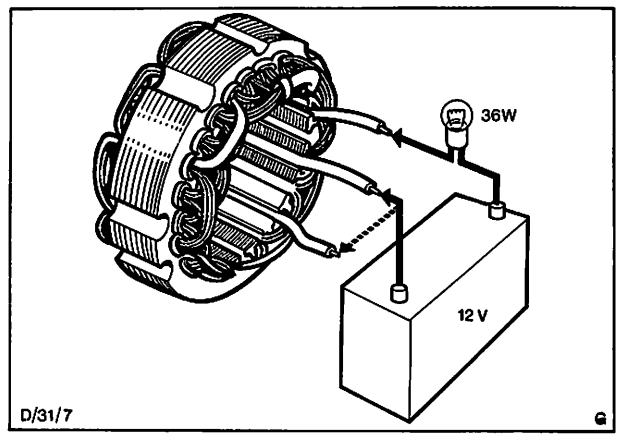

Abb. 59 Ständerwicklung auf Durchgang prüfen
a) Ständerwicklung auf Durchgang prüfen. Abb. 59.